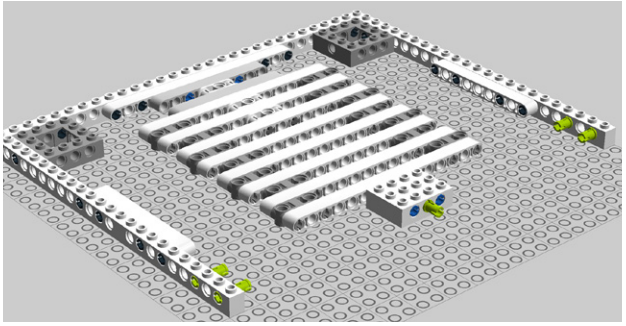

Figure 8-28. *Step 23: Adding five more connector pegs*
23. Insert four connector pegs into the 10M Technic bricks and another into the trio of 4M bricks (Figure 8-28).